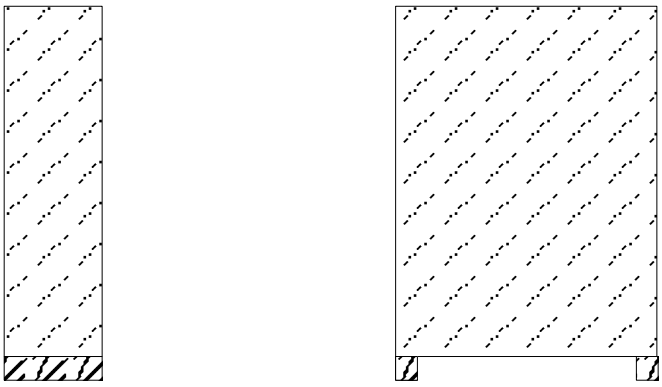

Figure 9
- For sea transport, the units are packed in sealed aluminium foil with desiccant and in a closed wooden case with tightly closed wooden base (also for container transport, see Figure 9).